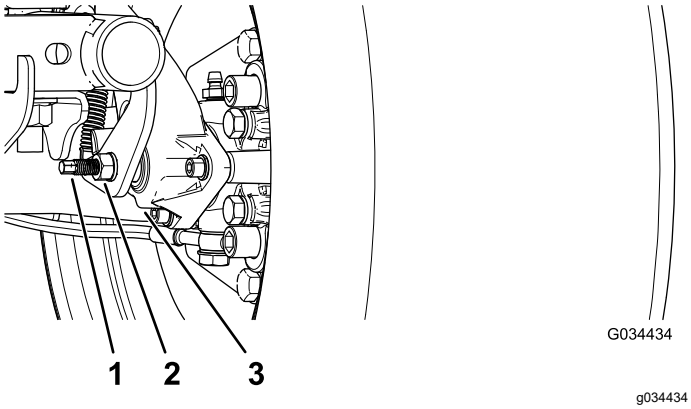

Figur 53
3. Använd två skiftnycklar. Håll justeringsstaven på bromsoket på plats med den ena skiftnyckeln och lossa kontramuttern ett kvarts varv med den andra (Figur 53).
4. Håll justeringsstaven och kontramuttern på plats. Vrid justeringsstaven inåt för att dra åt (Figur 53).
5. När justeringsstaven och kontramuttern sitter på plats lossar du ett kvarts varv (Figur 53).
6. När justeringsstaven och kontramuttern sitter på plats drar du åt kontramuttern (Figur 53).